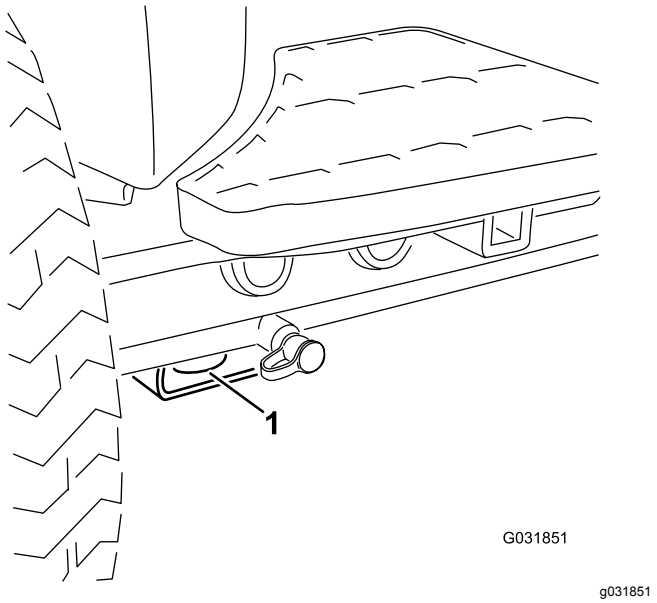

Figure 39
- Avant – trou du patin rectangulaire, sous le tube d'essieu, à l'intérieur de chaque roue avant (Figure 39)